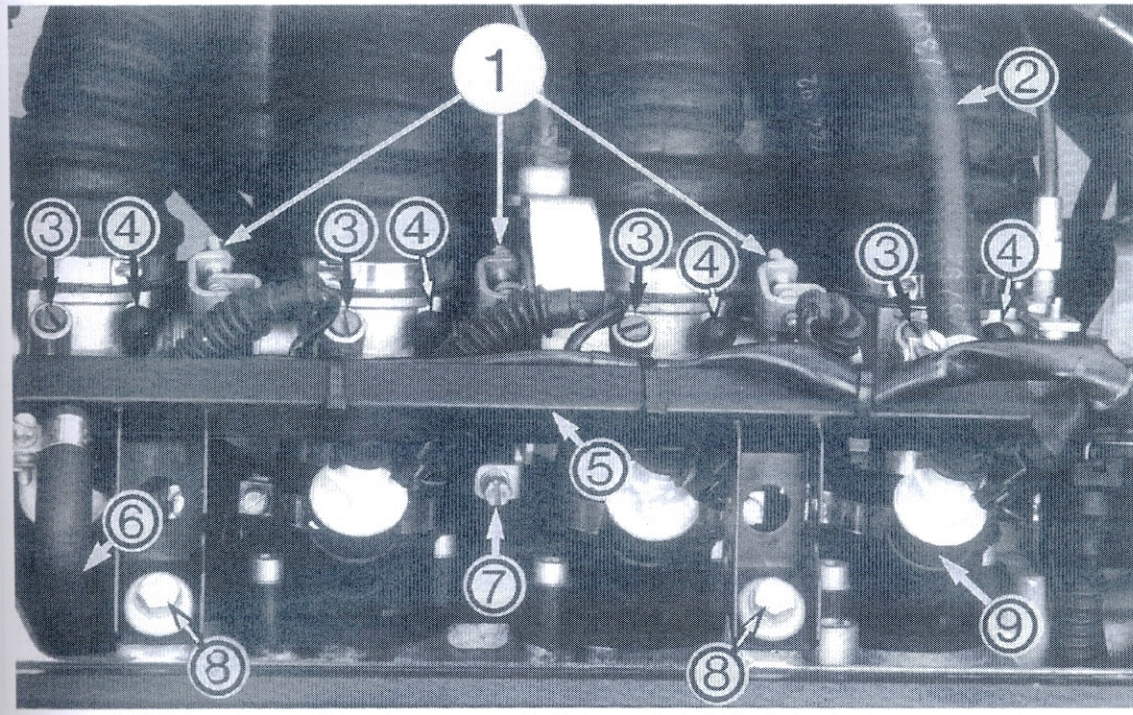
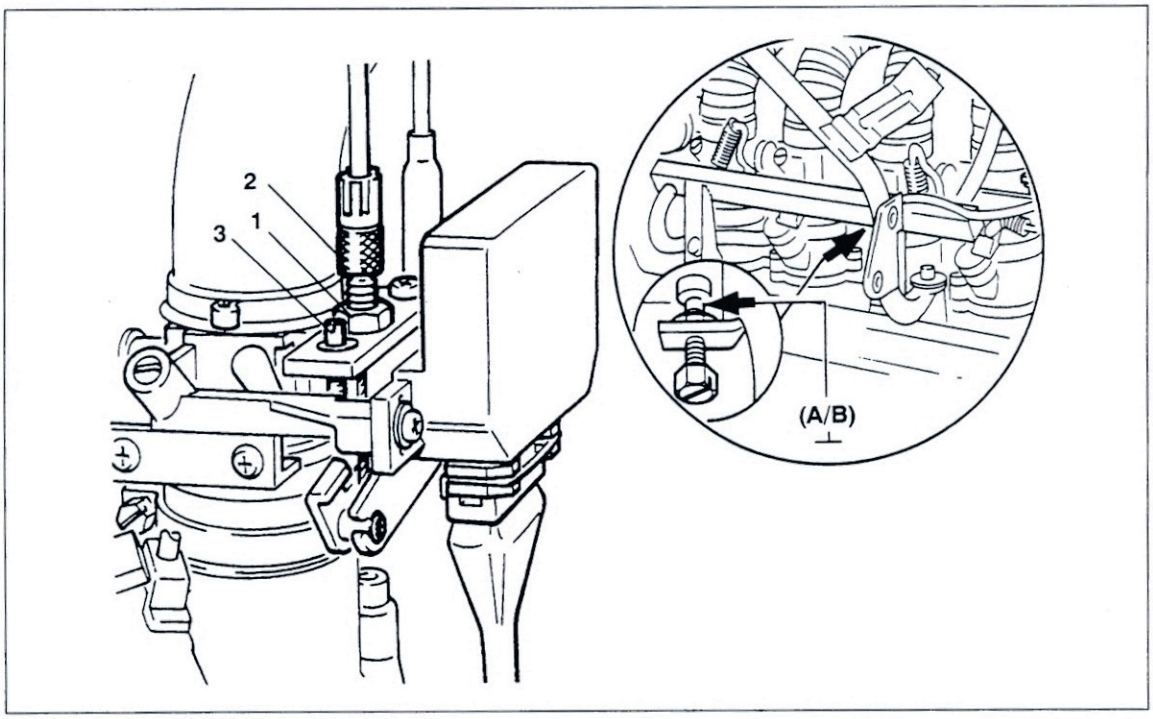

Bild 31
Bild 32
- Verschluss-Stopfen ④ Bild 31 der Unterdruckanschlüsse abziehen und Unterdruck-Messuhren gegebenenfalls mit Adapter anschliessen.
- Durch Drehen der Umluftschrauben ④ Bild 31 nach rechts oder links (ausprobieren) Gleichlauf der einzelnen Zylinder einstellen, d.h. Unterdruck-Messuhren zeigen gleichen Wert an und Drehzahl hat auf 950 ± 50/min eingependelt.
- Spaltmass «A» der Anschlagschraube ⑦ Bild 31 bzw. (A / B) Bild 31 für Chokehebel-Stellung 1 an Rändelschraube ② Bild 32 (nach Lösen der Gegenmutter) einstellen. Spaltmass «B» für Stellung 2 an Anschlagschraube ③ einstellen. Mass «A» Stellung 1: 1,6 mm; Mass «B» Stellung 2: 2,5 mm).